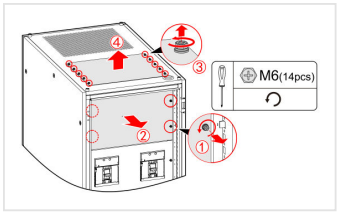

FIGURE 4-3 Step 2: top and front cover plates
2. Check again that the input, output and bypass switches are OFF. Remove the top wiring cover plate and the front wiring cover plate (M6, 14 pieces) (Figure 4-3).